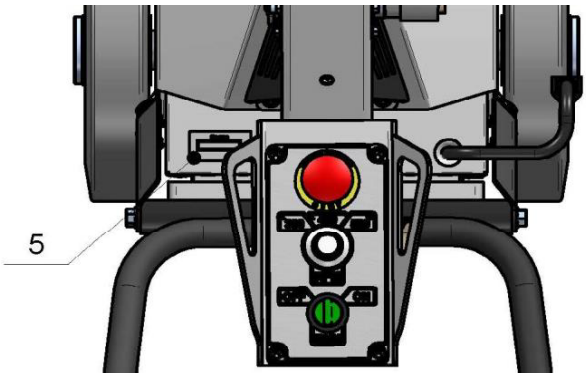

Figure 4.4
5. Working orking hours meter . Displays total number of hours worked with the machine (Fig 4.4).